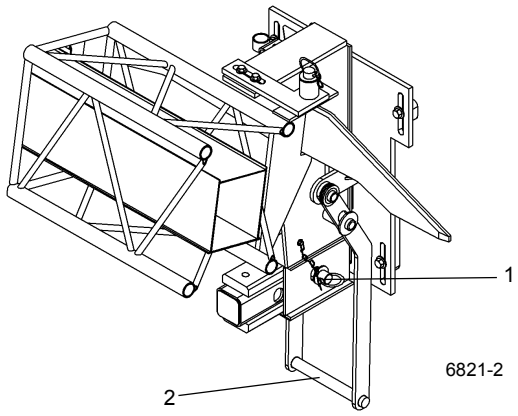

FIGURA 4-97
14. En la escuadra de almacenamiento trasera, saque el pasador de retención (Figura 4-97, 1) que fija el soporte deslizante en la posición HACIA FUERA. Empuje la manija (Figura 4-97, 2) hacia dentro para empujar la extensión articulada contra la parte trasera de la pluma.
15. Desconecte los adaptadores de anclaje de la extensión articulada de las orejetas de fijación de la punta de la pluma. Instale el pasador de retención (Figura 4-97, 1) que fija el soporte deslizante en la posición HACIA DENTRO.